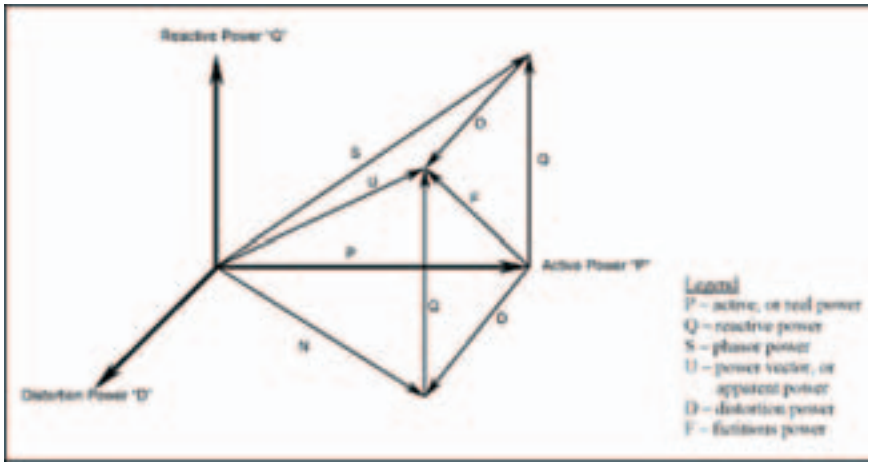

Fig. 5 IEEE Std. 100 definition of the "Power Vector" U
The flow of power in any circuit is composed of real, reactive, and distortion power vectors, all of which form the "vector power (U)", in a circuit. Figure 5 illustrates the "power vector" components, followed by a brief description of the various components. (Note: For an in depth description of each definition, consult with the IEEE standard.)